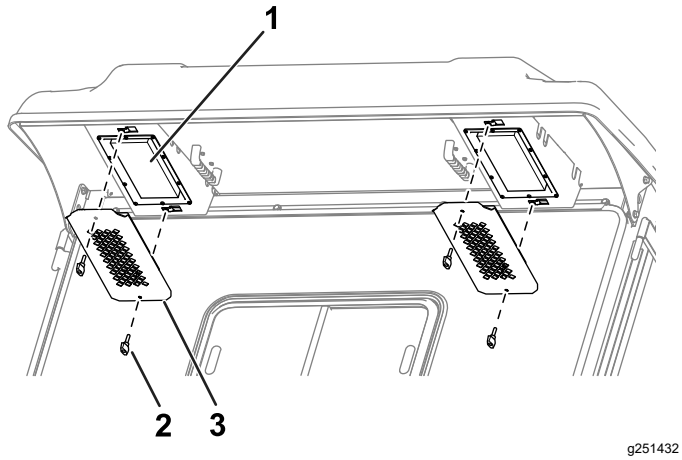

Figur 87
1. Fjern grebene og ristene fra førerhusets bageste udhæng (Figur 87).
4. Brug grebene og ristene til at montere filtrene i førerhuset (Figur 87).